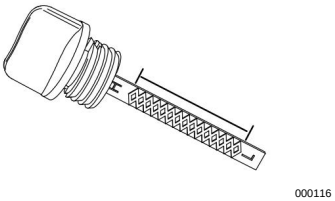

Figura 2-9. Rango de funcionamiento seguro
6. Consulte ***la Figura 2-9.*** Retire la varilla medidora y verifique que el nivel de aceite esté dentro del rango para una operación segura.